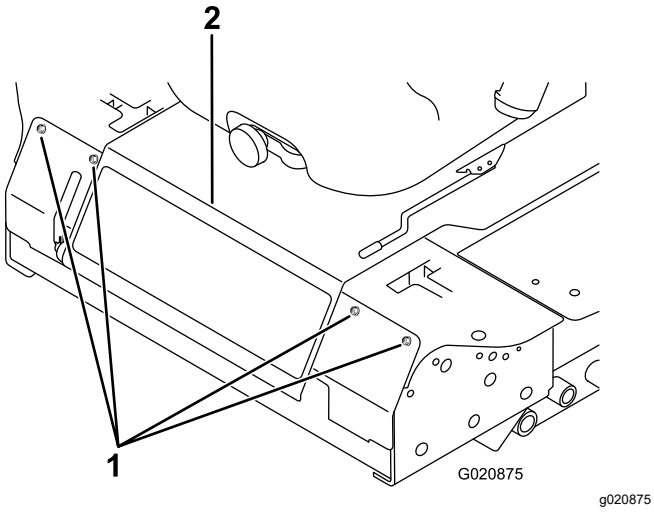

Figura 49
3. Togliete i bulloni che fissano il pannello anteriore, e rimuovete il pannello (Figura 49).